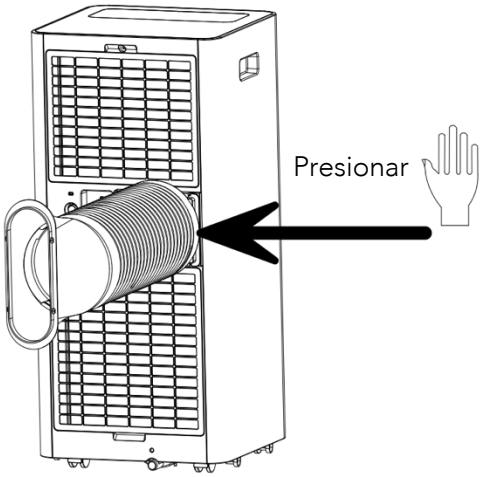

Figura 1
2) Inserte el conjunto del tubo de calor (el extremo de la junta de escape) en la ranura de ventilación del panel trasero (empuje hacia la izquierda) y complete el montaje (como se muestra en la figura 1).